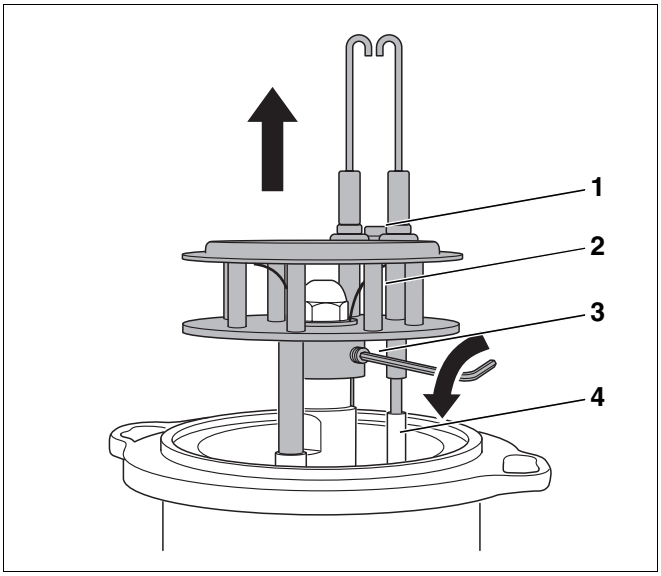

Abb. 28 Mischsystem demontieren
- Schraube (Abb. 28, **Pos. 1**) zwischen den Zündelektroden lösen.
- Zündleitungen (Abb. 28, **Pos. 4**) abziehen.
- Gewindestift (Abb. 28, **Pos. 3**) lösen und Mischsystem (Abb. 28, **Pos. 2**) demontieren.
- Mischsystem (Abb. 28, **Pos. 2**) nach oben abziehen.